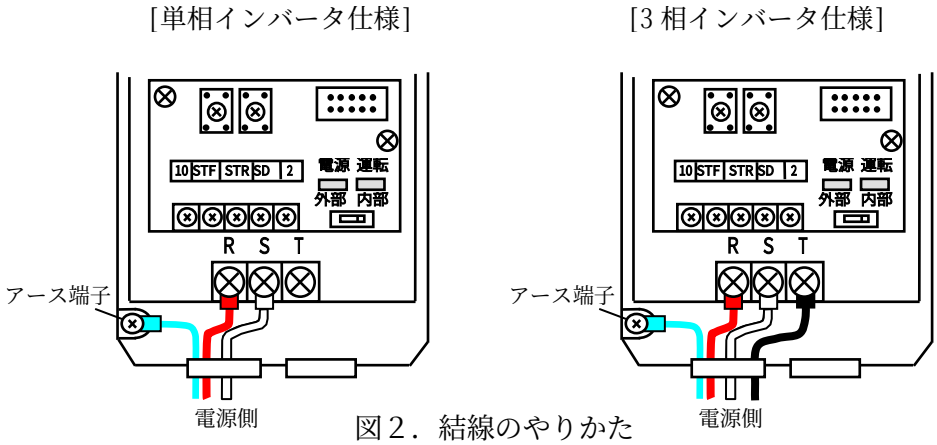

図２．結線のやりかた
(1) 図２に示しますように、端子箱②内の各相を結線して下さい。（アース端子を間違わないように注意してください。）
(2) 回転方向を必ず確認してください。モートル軸の回転方向は、モートル側からポンプ側を見た状態で、時計方向です。
(3) 万一の感電防止のために必ずアース用ネジにアース線を取り付けて、接地工事をしてください。
(4) また、一台毎に適切な漏電遮断器を設置してください。
(5) 電気配線、配線工事は電気設備技術基準や電力会社の内線規定に従って安全確実に行ってください。
(6) 適切なモートル保護装置を設置してください。トラブル時火災の危険があります。
(7) 指定の電圧以外の電源を使用しないでください。火災の危険があります。